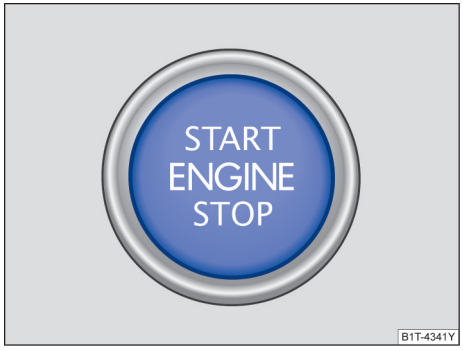

图 134 无钥匙系统 Kessy：中控台下部分中的启动按钮
– 按压启动按钮→ 图 134。为了启动发动机，车内必须有一把有效的车辆钥匙。并且需要踩住刹车踏板。当发动机启动时，松开启动按钮。
– **配备自动变速箱的车辆**：短促按压启动按钮→ 图 134。如果无法停下发动机，则应执行应急关闭→ 第 130 页。